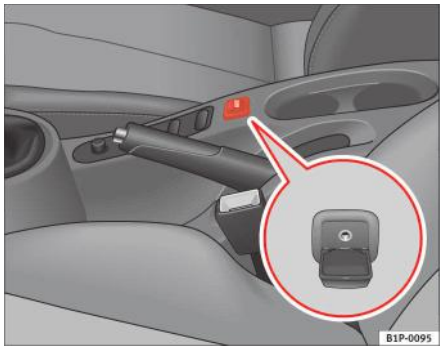

Fig. 102 Mufa pentru intrarea audio auxiliară
– Ridicați capacul AUX ⇒ fig. 102.